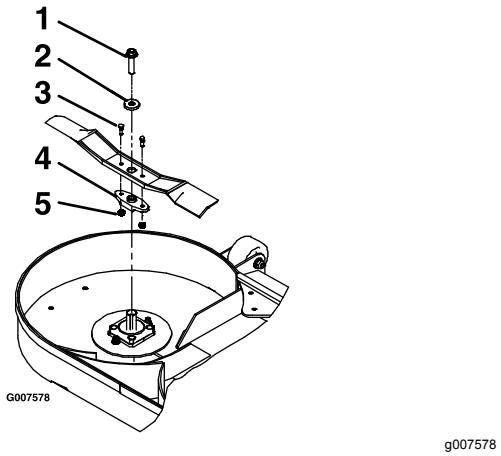

**Figure 66**
3. Déposez la lame, la rondelle et le boulon de lame qui fixe la lame et son dispositif d'entraînement (Figure 66).
4. Déposez le dispositif d'entraînement de la lame existante (Figure 66).
1. Posez le dispositif d'entraînement sur les lames neuves avec les boulons de cisaillement et les contre-écrous (Figure 66).
3. Posez la lame, la rondelle et le boulon de lame sur l'axe (Figure 66).